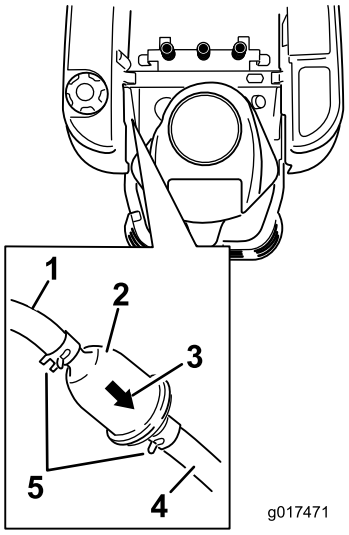

**Figur 45**
3. Finn drivstoffilteret på siden av motoren som vist i Figur 45.
4. Klem sammen endene på slangeklemmene, og skyv dem bort fra filteret (Figur 45).
6. Monter et nytt filter med gjennomstrømningsretningen pekende fra drivstofftanken og mot motoren. Flytt slangeklemmene nær filteret (Figur 45) for å låse det på plass.